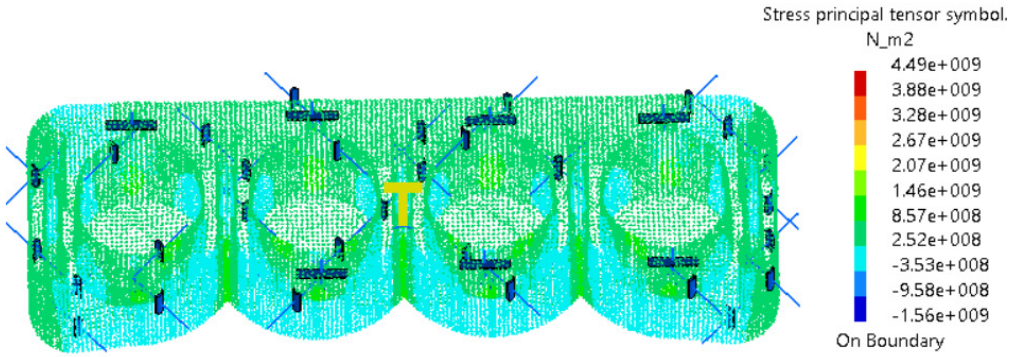

Figure 19-146 *The Principal Stress generated in the Engine Block*
2. Choose the **Principal Stress** tool from the **Image** toolbar; the principal stress generated in the Engine block model is displayed in the graphics area, refer to Figure 19-146.